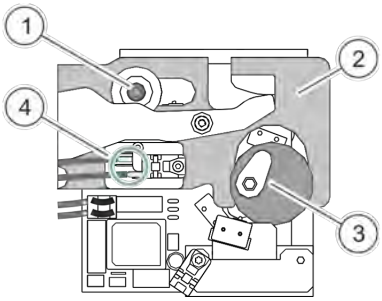

Fig. 64: Motor closure unit
3. Turn the eccentric disc (*Fig. 64*/3) with the Allen wrench until the hexagon socket faces upward.
4. Screw out the Allen screw (*Fig. 64*/1).
5. Lift up the pushrod (*Fig. 64*/2) and pull out of the eccentric disc.
6. Pull out both cables from the microswitch (*Fig. 64*/4).
1. Insert pushrod (*Fig. 64*/2) exactly at the eccentric disc.
2. Insert the Allen screw (*Fig. 64*/1) and firmly tighten.
3. Turn the eccentric disc (*Fig. 64*/3) with the Allen wrench until the hexagon socket faces toward the left.
4. Plug both cables into the microswitch (*Fig. 64*/6).